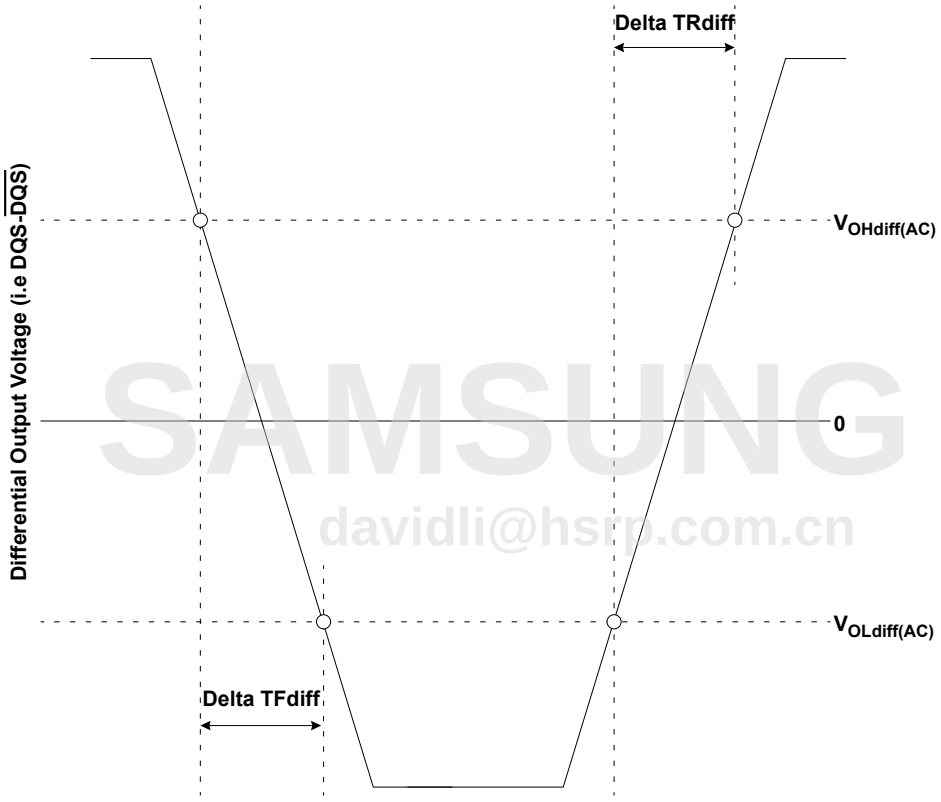

Figure 9. Differential Output Slew Rate Definition
With the reference load for timing measurements, output slew rate for falling and rising edges is defined and measured between VOLdiff(AC) and VOHdiff(AC) for differential signals as shown in Table 26 and Figure 9.